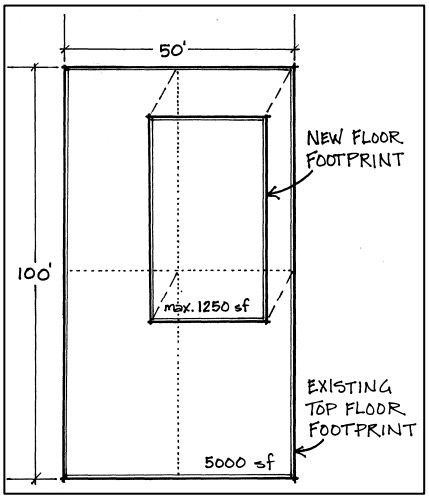

Figure 4 – Maximum Area
- New floors should be no more than ¼ the area of the top floor of the building on which it is placed. (Fig. 4)